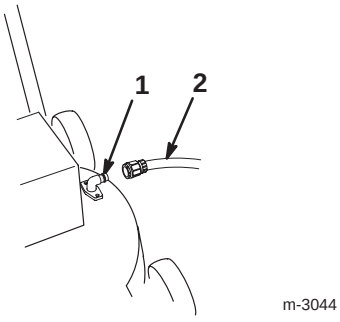

Figur 22
3. Fäst kopplingen vid gräsklipparens tvättkoppling (figur 22).